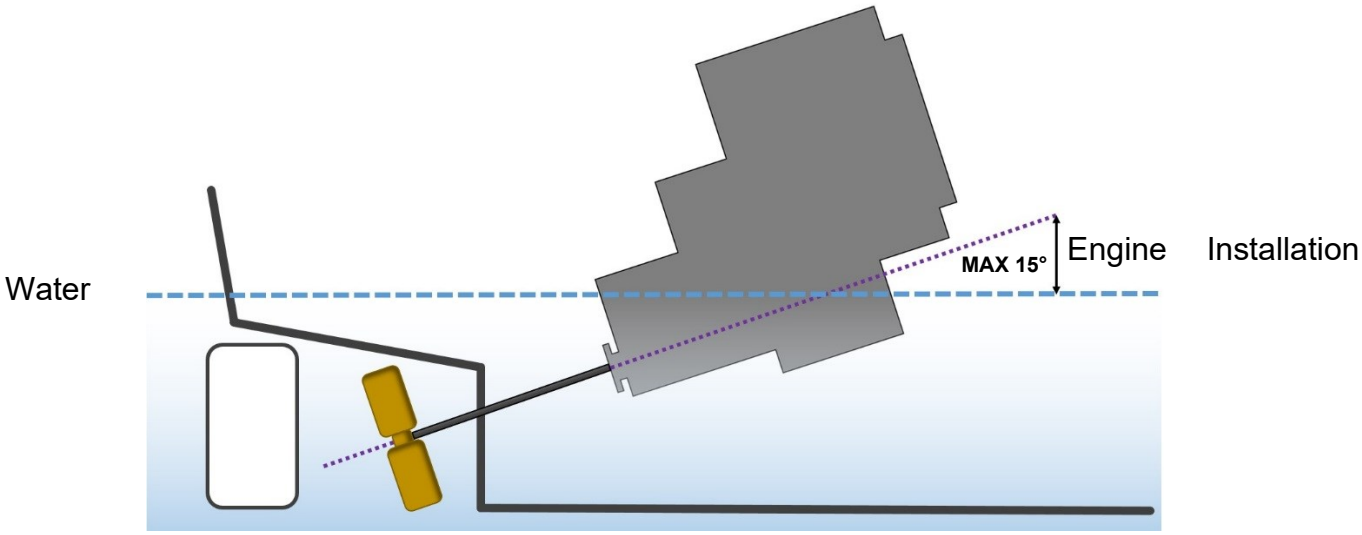

Figure 20: Maximum Engine Installation Angle
- The engine installation angle is the angle of the crankshaft centre to the water line (**Figure 20**).